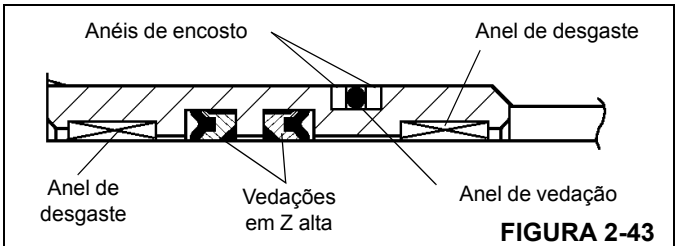

FIGURA 2-43
2. Instale o anel de vedação e os anéis de encosto na parte externa do retentor de vedação e as vedações da haste em Z alta e anéis de desgaste na parte interna do retentor de vedação (Figura 2-43).